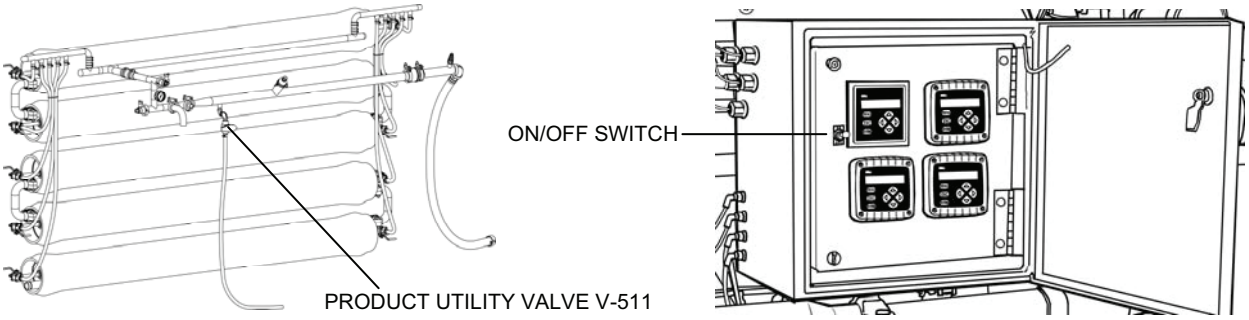

Figure 3. Product Utility Valve V-511.
b. Open the Product Utility Valve V-511 (Figure 3). Allow the hose to flush.